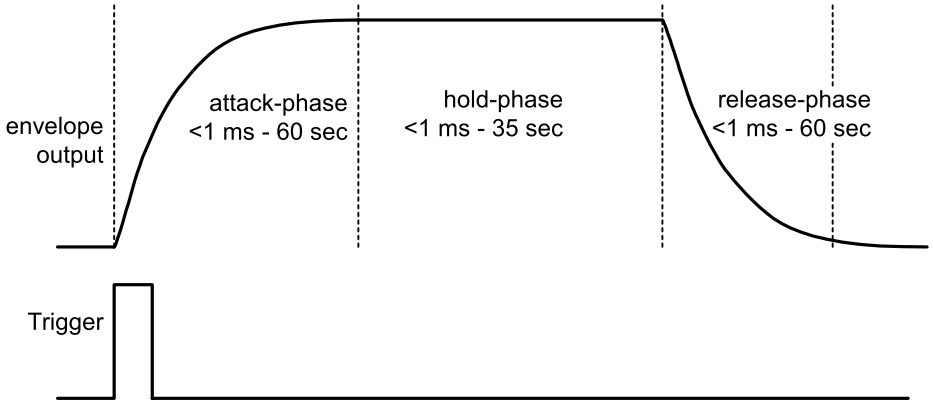

Abb. 9.5.2 AHR-Hüllkurvenverlauf
Abb. 9.5.2 zeigt den prinzipiellen Verlauf einer AHR-Hüllkurve. Die Zeitangaben gelten für die Einstellbereiche mit den Bedienelementen **[attack 1] (17)**, **hold 1 (18)**, **[release 1] (19)** für den ENV 1 bzw. **[attack 2] (25)**, **[hold 2] (26)**, **[release 2] (27)** für den ENV 2 auf der Frontseite.